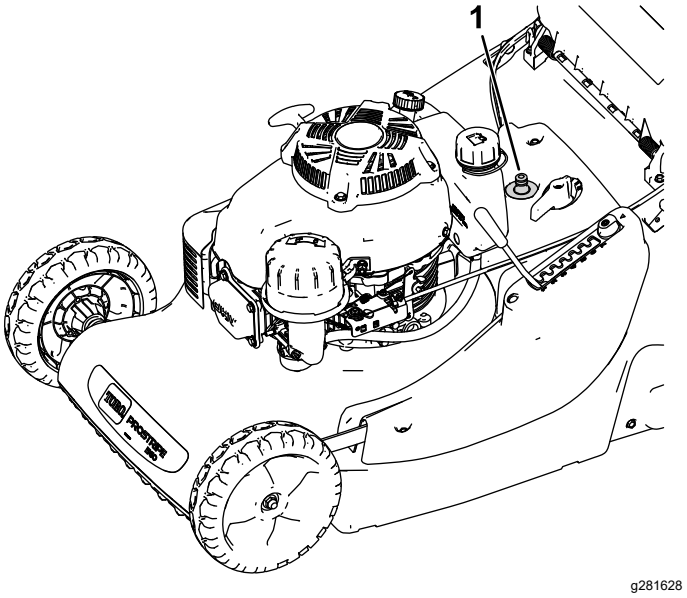

Figuur 21
7. Bevestig een tuinslang die aangesloten is op een kraan aan de wasaansluiting (Figuur 21).